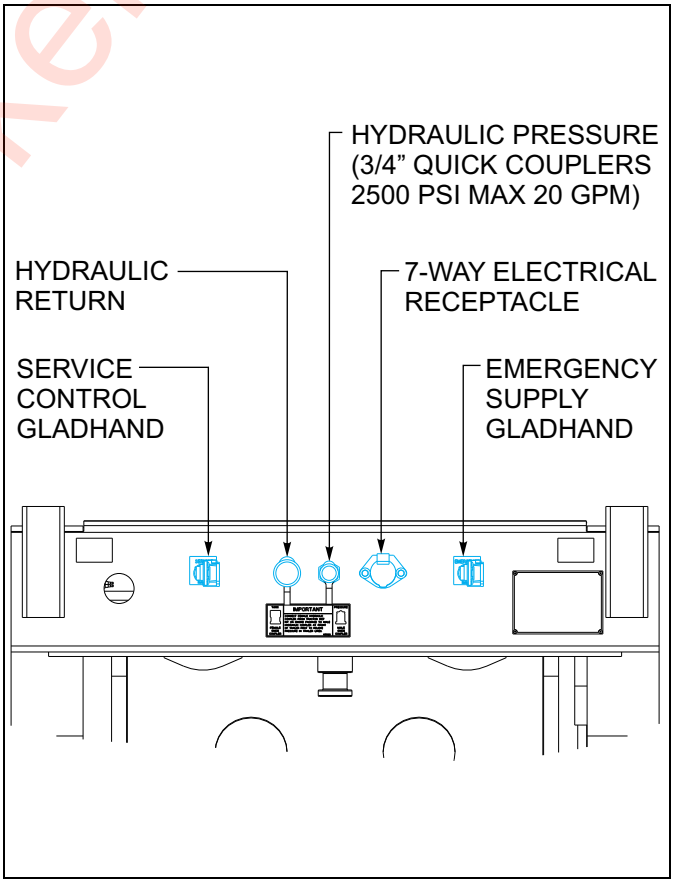

Figure 3-2: Service Hookups
3. Connect the service and emergency air hoses of the towing vehicle to their respective gladhand on the front of the semitrailer; red emergency line to the gladhand with the **"EMERGENCY"** tag, and the blue service line to the gladhand with the **"SERVICE"** tag **(See Figure 3-2.)** Chock the semitrailer wheels before activating the semitrailer air supply valve in the towing vehicle. Set the parking brakes.
1. Connect the towing vehicle 7-pole electrical plug to the electrical receptacle on the front of the semitrailer **(See Figure 3-2.)**